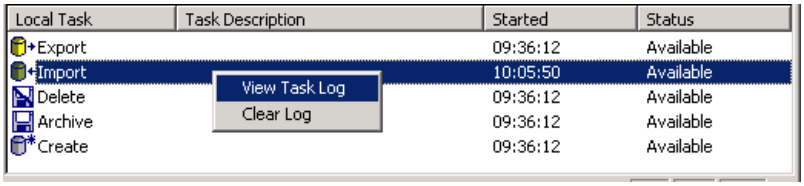

Figure 15.49
2. To view more information about the import task status, right-click Import in the Task Status/Properties pane and select **View Task Log** from the shortcut menu that appears **(Figure 15.49)**. Alternatively, double-click Import.